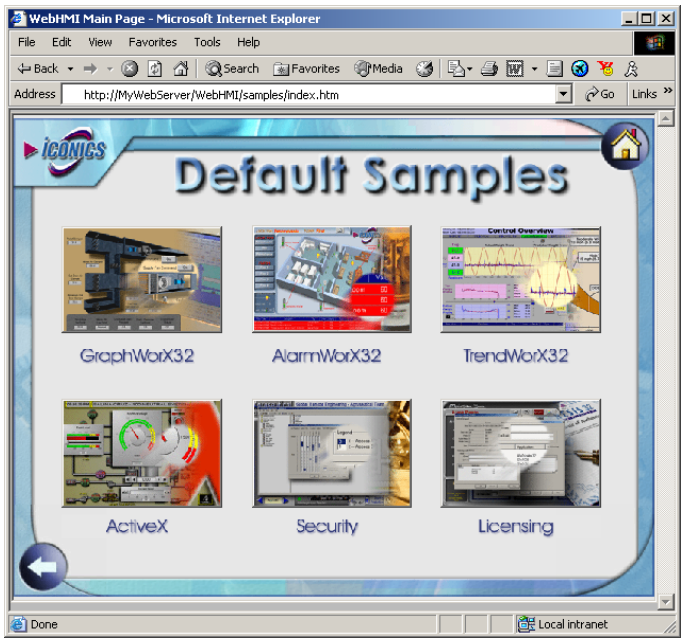

Figure L4.2: WebHMI Default Samples Page
5. To test each of the ICONICS ActiveX controls, click on the **Default Samples** section. This will bring you to another page, shown in **Figure L4.2,** containing links to sample pages containing each of the main ICONICS ActiveX controls used.